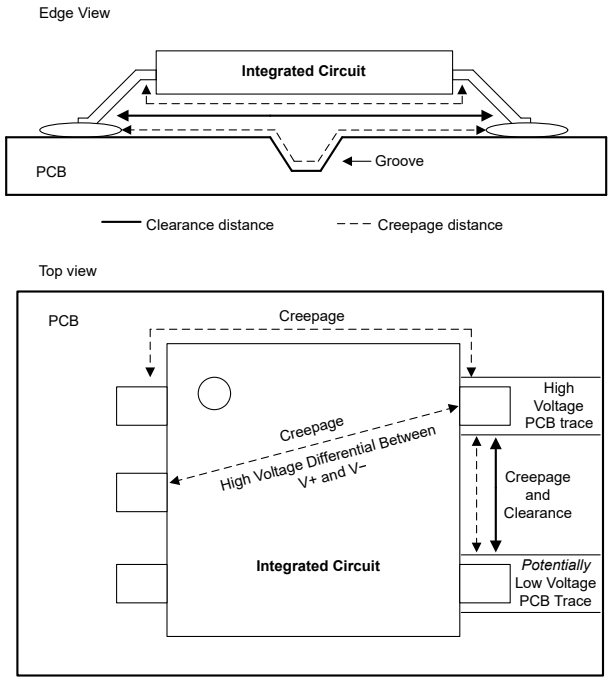

**图 7-11. 集成电路中的爬电距离和间隙**
在设计和构建具有高电压的电气系统时，需要考虑两个重要概念，即爬电距离和间隙距离。爬电距离是指电流可沿绝缘材料（如印刷电路板 (PCB) 或塑料外壳）表面穿行的最短路径。间隙距离是指两个导电器件（例如导线、端子或元件）通过空气的最短距离。图 7-11 显示了典型集成电路 (IC) 的爬电距离和间隙。